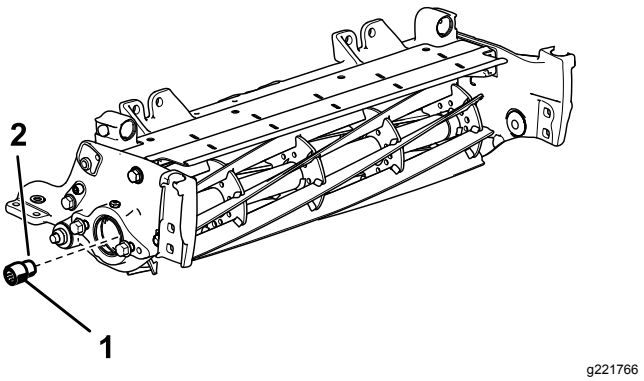

Figure 4
8. Appliquez du frein-filet moyenne résistance (tel que Loctite® 243 bleu) sur le filetage du long insert cannelé (Figure 4), et fixez-le sur l'arbre du cylindre, côté moteur de cylindre uniquement. Serrez l'insert à un couple de 115 à 128 N·m.